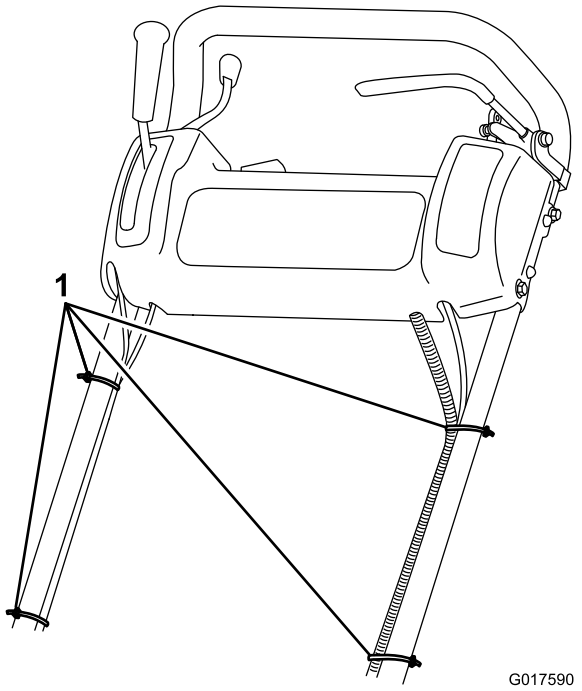

**Figura 5**
8. Prenda os cabos e cablagem ao manípulo com as cintas de cabo (Figura 5).